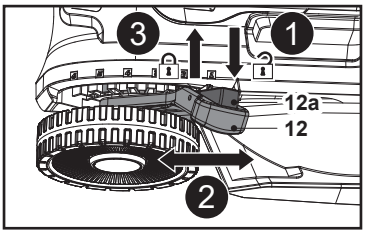

**Fig. 11**
1. Squeeze the locking button (12a) and hold it in position (Fig. 11, step 1).
2. Move the lever (12) forward or backward to adjust the cutting height (Fig. 11, step 2).
3. Release the locking button (12a) and ensure the lever (12) engaged in the slot properly (Fig. 11, step 3).